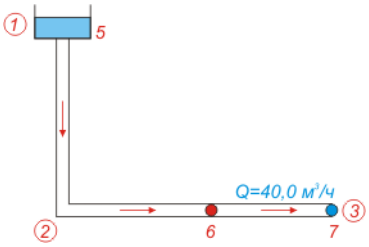

Рис. 4.10. Расчетная конфигурация: источник и потребитель
Подробное рассмотрение параметров, являющихся результатами расчетов, начнем, используя следующую элементарную схему (рис. 4.10).
1) сформируйте сеть выработок. В данном случае она состоит всего из двух выработок: *1–2* и *2–3* (номера, обведенные на рис. 4.10 кружками). Пространственные координаты узлов укажите следующие: узел *1* (0,0,0); узел *2* (0,0,-100); узел *3* (100, 0, -100). Сеть небольшая, но помните, что она принципиальная, и ни что не мешает усложнить ее до реальной шахты: увеличится лишь длина и количество участков между потребителем и источником воды;